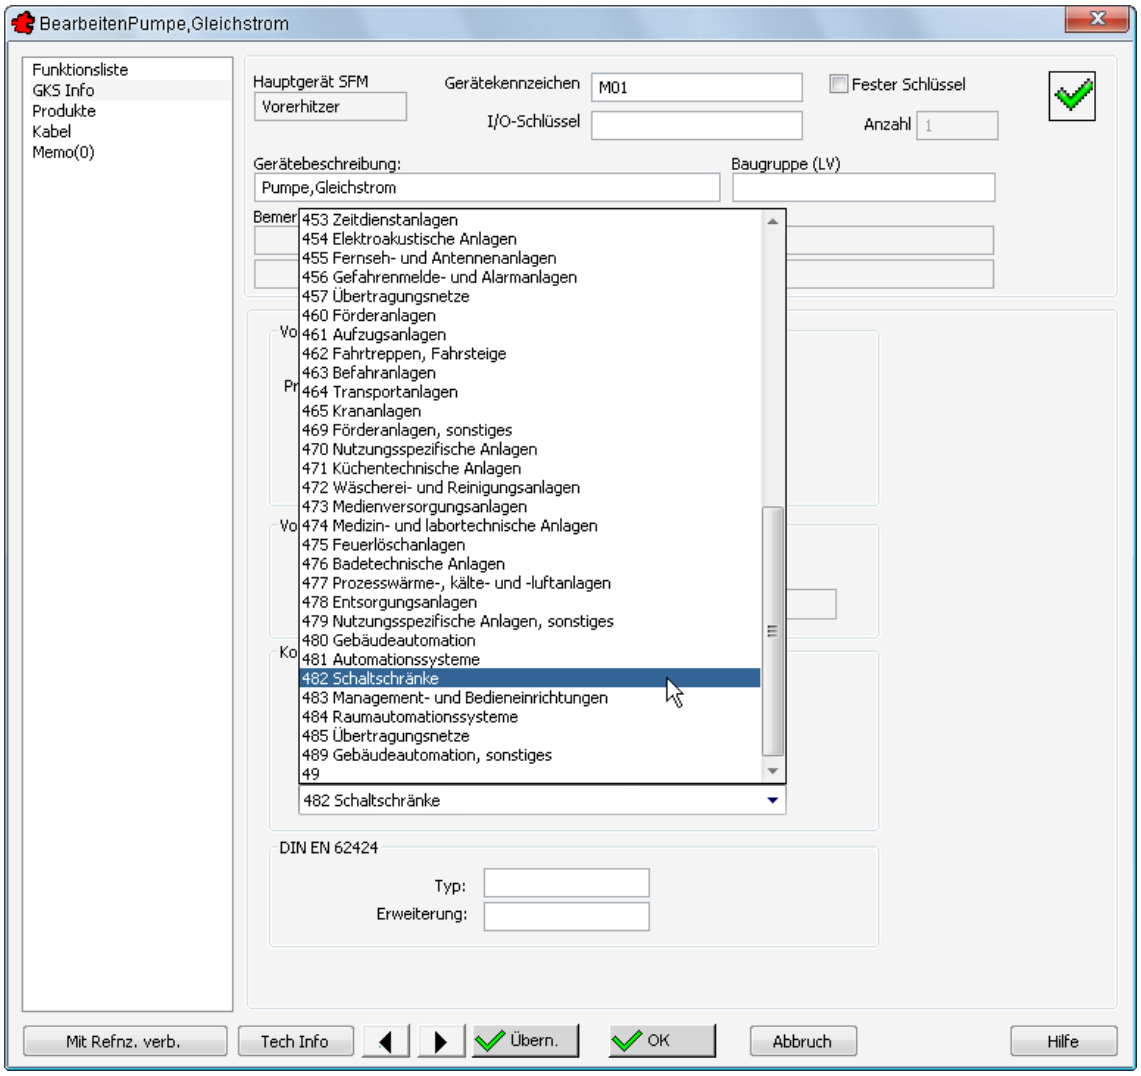

Bild 24.45 – Kostengruppennummer und Kostengruppentext für GAEB
- Wechseln Sie zur Rubrik *GKS Info* (Abb. 24.45).
Der Teilschlüssel *Kostengruppentext für GAEB* stellt den zweiten Teil des Eintrags im Gruppenfeld *Für GAEB-Export* dar (vgl. Abb. 24.45).